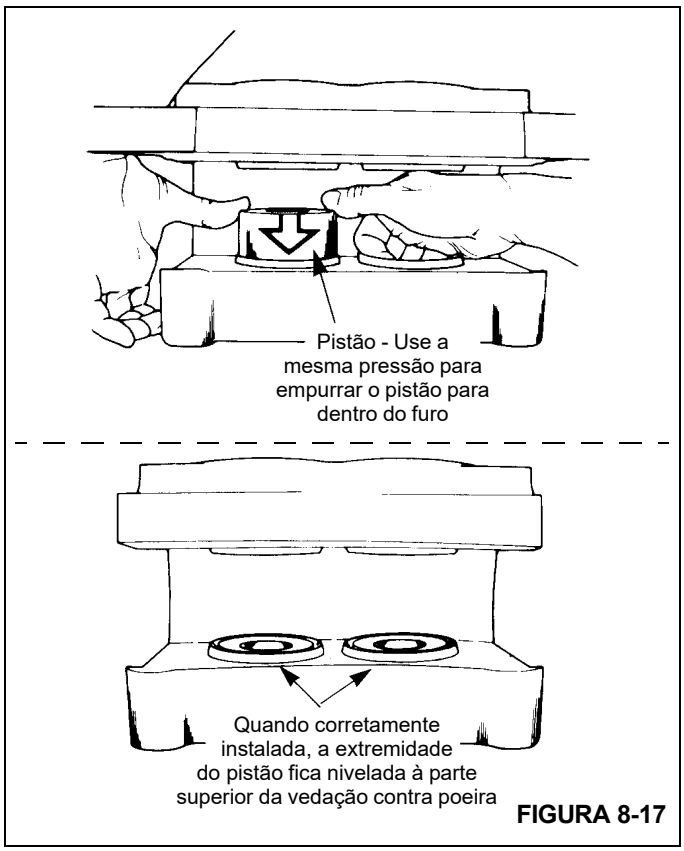

FIGURA 8-17
4. Instale os pistões na carcaça. Empurre os pistões para dentro pelo lado da lona da carcaça. Verifique se os pistões estão retos nos furos. Empurre cada pistão para dentro do furo até que a parte superior do pistão fique nivelada à parte superior da vedação contra poeira (Figura 8-17).